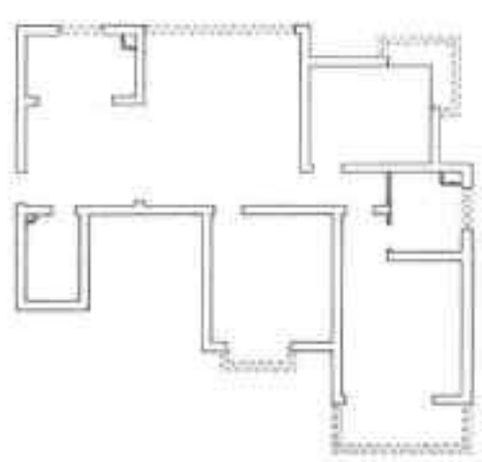

图4-67 三居室户型图
Step01 启动 AutoCAD 2014 软件，打开光盘中的“三居室户型图 .dwg”素材文件，如图 4-67 所示。